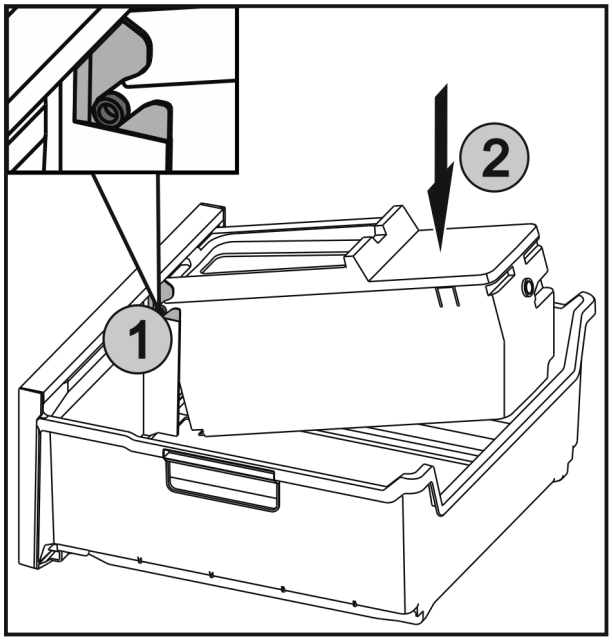

Fig. 40
▶ Die Achsen *Fig. 40 (1)* an EasyTwist-Ice in die Führungen einschieben und die hintere Seite *Fig. 40 (2)* bis die Lasche einrastet drücken.